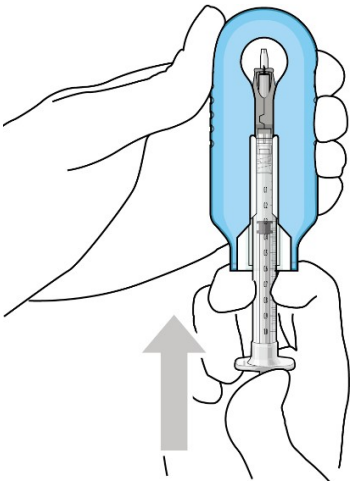

Figure 21
- Under the microscope, **slowly** administer ranibizumab into the implant by slightly tilting the carrier upwards (Figure 21).